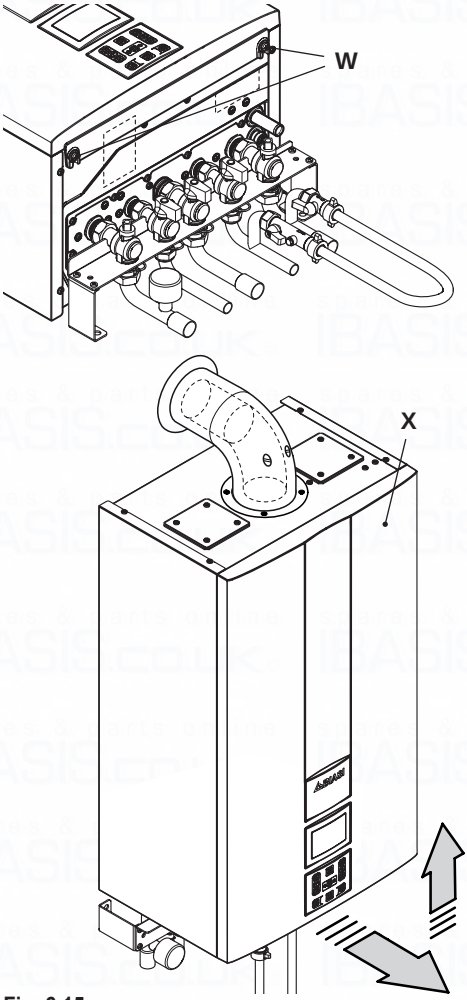

Fig. 6.15
- Unscrew screws "W" and remove the front panel "X" by pulling it and pushing it towards the top so that it is freed from the top housing Fig. 6.15.